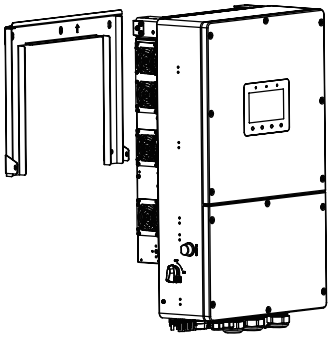

Figura 3.7 Staffa per il montaggio a parete
2. Sollevare l'inverter (facendo attenzione a non sforzare il corpo) e allineare la staffa posteriore dell'inverter con la sezione convessa della staffa di montaggio. Appendere l'inverter alla staffa di montaggio e accertarsi che sia ben saldo (vedere Figura 3.7).